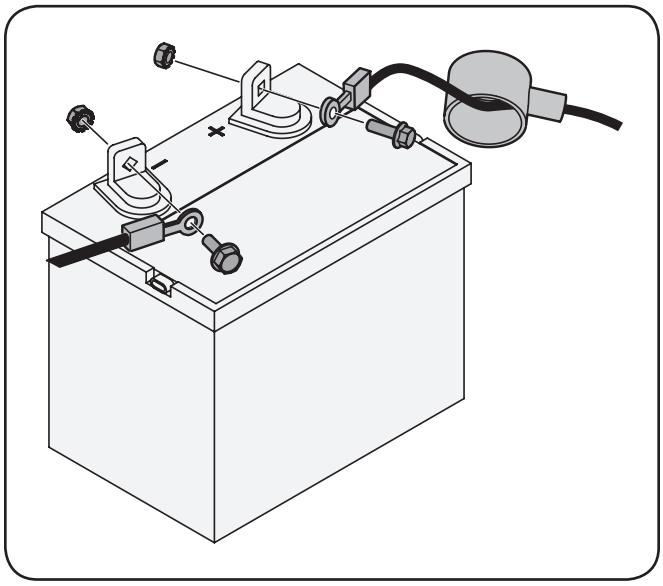

Figure 3-8
1. Remove the plastic cover, if present, from the positive battery terminal and attach the red cable to the positive battery terminal (+) with the bolt and hex nut. See Fig. 3-8.
2. Remove the plastic cover, if present, from the negative battery terminal and attach the black cable to the negative battery terminal (–) with the bolt and hex nut. See Fig. 3-8.